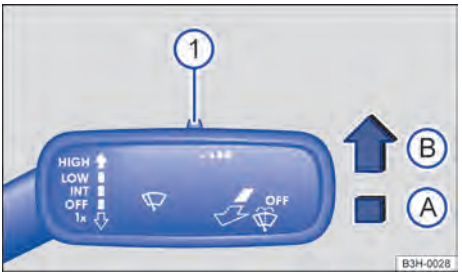

Fig. 76 À direita da coluna de direção: alavanca dos limpadores do para-brisa.
Pressionar a alavanca para a posição desejada → Fig. 76:
A sensibilidade do sensor de chuva pode ser ajustada manualmente com o interruptor na alavanca dos limpadores do para-brisa → Fig. 76 (1) → ⚠.